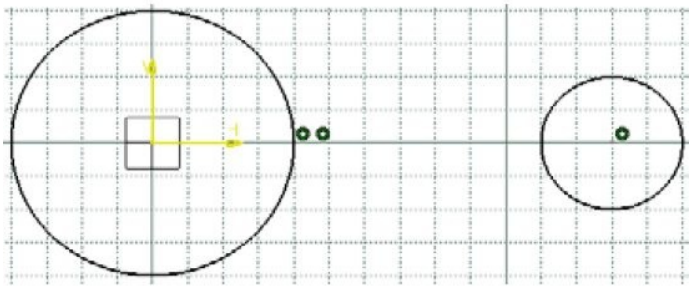

Figure 3-52 *The sketch after drawing the second circle*
6. Move the cursor toward the right and specify the point on the circle when **20** is displayed as the radius value in the **R** edit box of the **Sketch tools** toolbar. The sketch, after drawing the second circle, is shown in Figure 3-52.